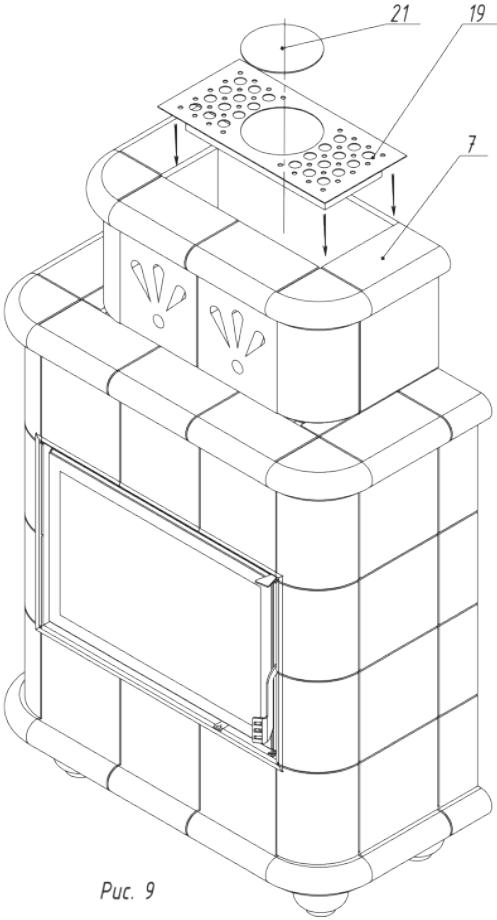

Рис. 9
11. Декоративная крышка 19 и заглушка крышки 21 устанавливается на верхнюю панель 7 (Рис. 9)